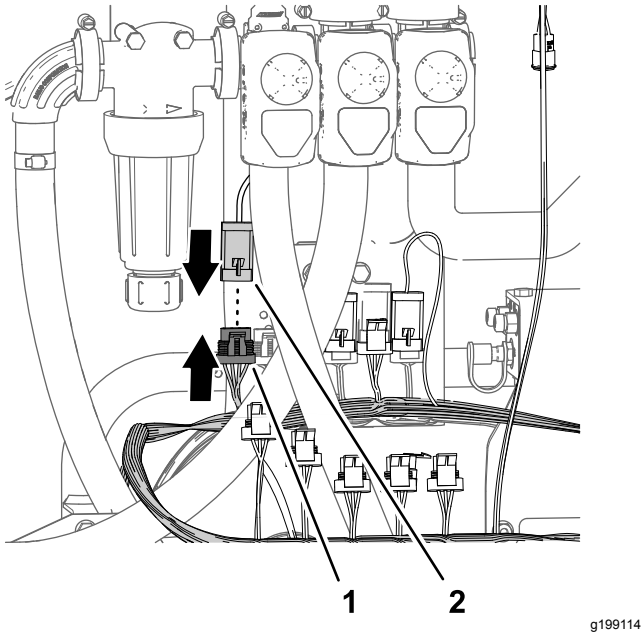

Rysunek 87
4. Podłącz złącze 4-stykowe siłownika zaworu regulacji dawki do złącza 4-stykowego gniazdowego odgałęzienia wiązki przewodów 89 cm oznaczonego ZAWÓR REGULACJI DAWKI (Rysunek 87).